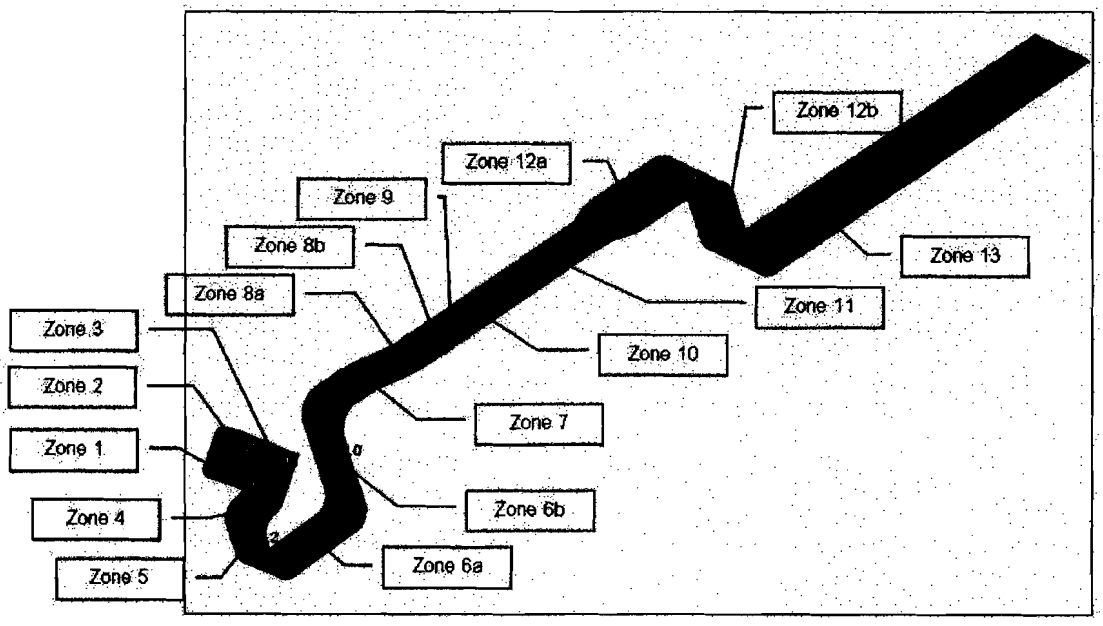

Figure 3. Read in conjunction with loading in Tables 1 & 2.
4.1. Figure 3 shows the stripline broken down into zones. The loads were applied to the model by zone.
Table 1. High temperature estimate load conditions, note 4W/m^{2}K convection coefficients. Read in conjunction with Figure 3. below.
Table 2. Low temperature estimate load condition, note convection coefficients on the inner and outer surfaces. Read in conjunction with Figure 3. below.